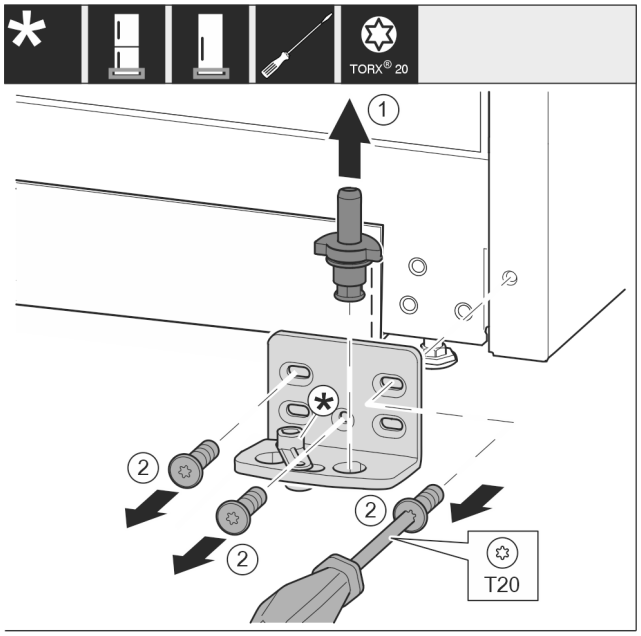

Fig. 44 *
▶ Pilnīgi izvelciet ārā uz augšu gultņa tapu *Fig. 44 (1)*.*
▶ Ar skrūvgriezi izskrūvējiet skrūves *Fig. 44 (2)* un noņemiet gultņa balstu.*